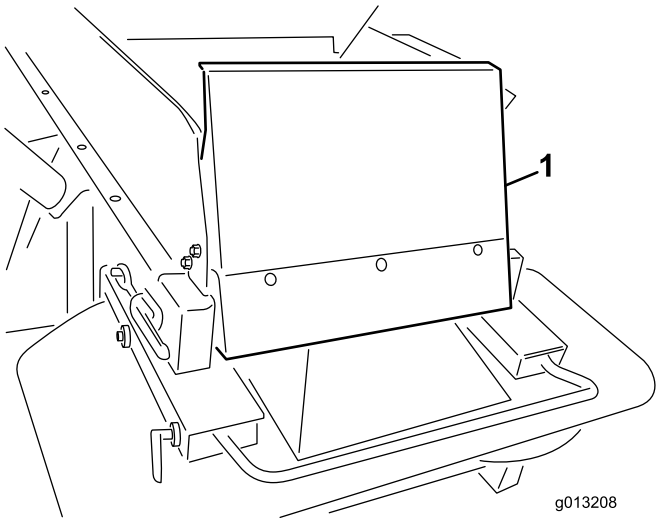

Figuur 7
6. Plaats het hopperscherm met behulp van de bijgeleverde 1/4 x 5/8 inch bolkopschroeven en nylon borgmoeren (Figuur 7).